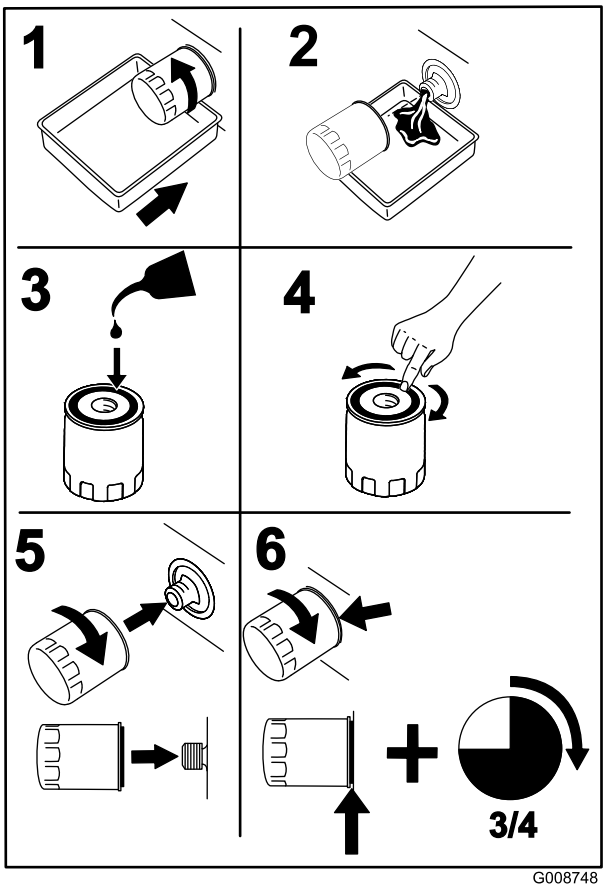

**Figur 41**
4. Placer en aftapningsbakke under oliefilteret, og drej filteret mod uret for at fjerne det (Figur 41).